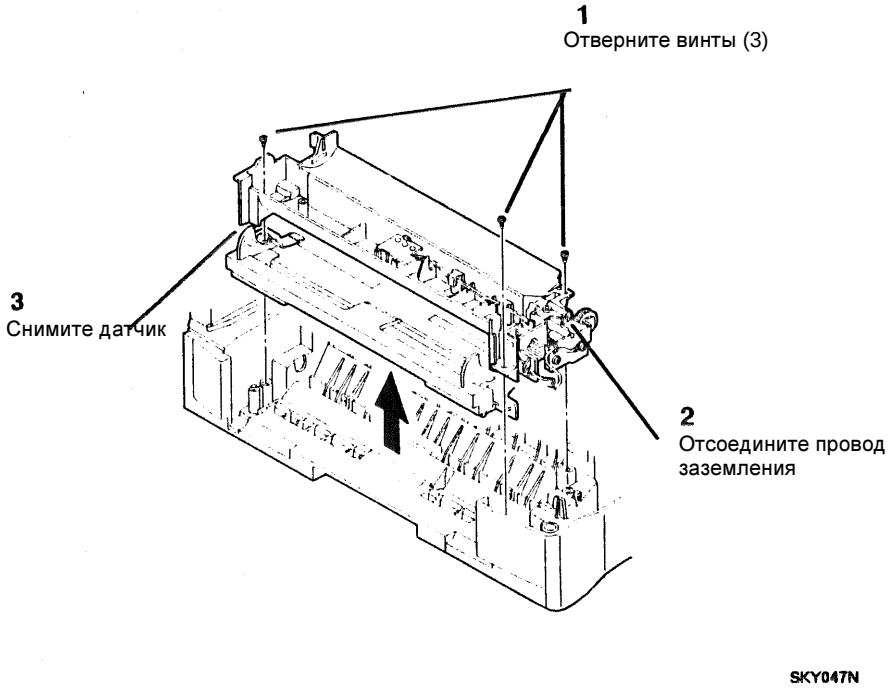

Рисунок 2. Снятие обходного податчика
3. (Рисунок 2): Снимите обходной податчик.